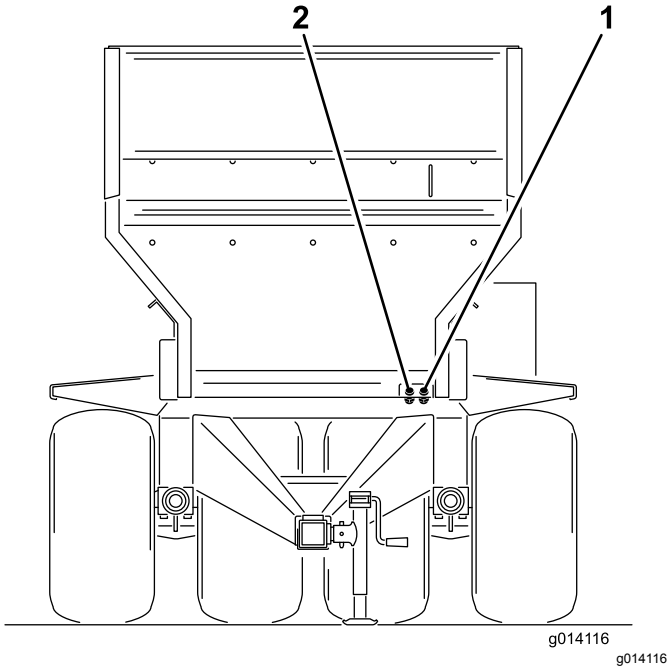

Figuur 20
6. Sluit de 2 hydraulische slangen van de machine aan op het trekvoertuig. Sluit gezien vanaf de voorkant van de machine de rechterslang aan op de drukkant en de linkerslang op de retourkant (Figuur 20). De retourslang is voorzien van een interne eenrichtings-afsluitklep. De pijl op de afsluitklep moet wijzen naar de retouraansluiting op het trekvoertuig.